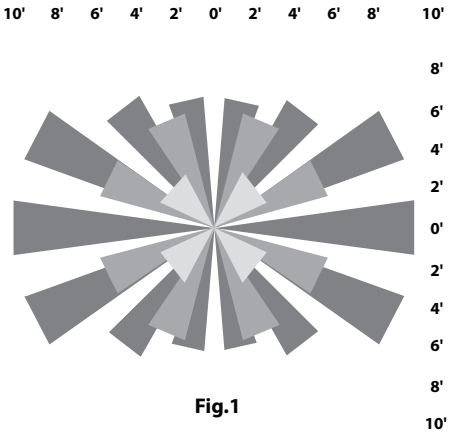

Fig.1
Coverage Diameter: 10ft at 8ft mounting height (Fig. 1)
- Movement must occur across zones of detection (see **Coverage Diagram** (Fig. 1)